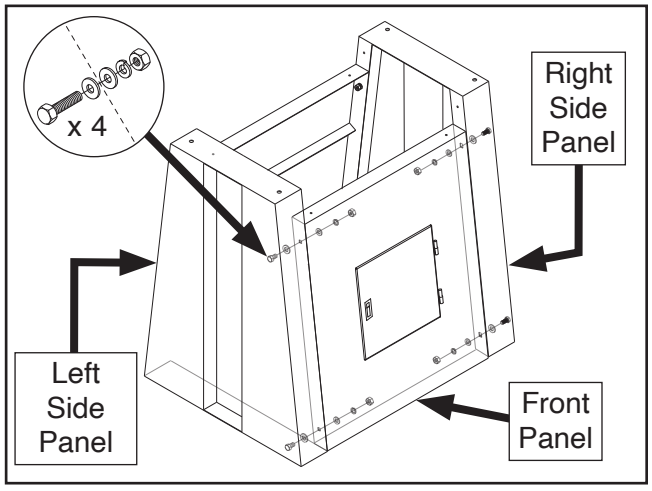

Figure 11. Front panel attached to side panels.
6. Attach bottom panel to left side panel with (1) M5-.8 x 8 Phillips head screw and 5mm flat washer.
7. Attach front panel to side panels with (4) M8-1.25 x 25 hex bolts, (8) 8mm flat washers, (4) 8mm lock washers, and (4) M8-1.25 hex nuts (see **Figure 11**).